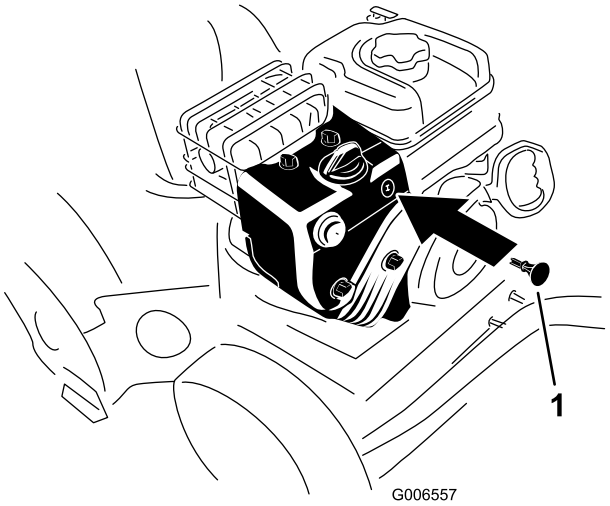

Figur 25
3. Sæt tændingsnøglen i (Figur 25).